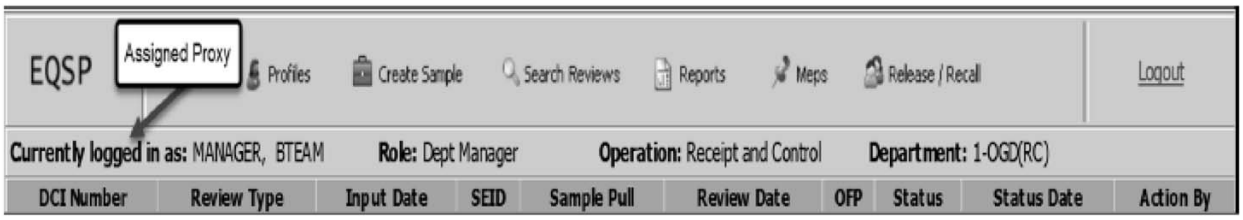

Figure 3.30.30-9 Main Menu Screen Displaying the Assigned Proxy
(1) Select “Use Proxy” from the Manager’s home page.
(2) To select the proxy role from the “Use Proxy Screen”:
d. The Main Menu Screen displays the grantee's assigned proxy role. See **Figure 3.30.30-9.** The Operation, Department, and Team will appear as necessary.
(1) Assigned Role is accessed from the "Use Proxy" screen.
(2) To return to the assigned role:
a. Select the **Return to Home Role** button, under the Home Role and Organization-section (See Figure 3.30.30-8). A "Confirm Proxy Change" message generates asking, "Are you sure you want to change to your home role ?"